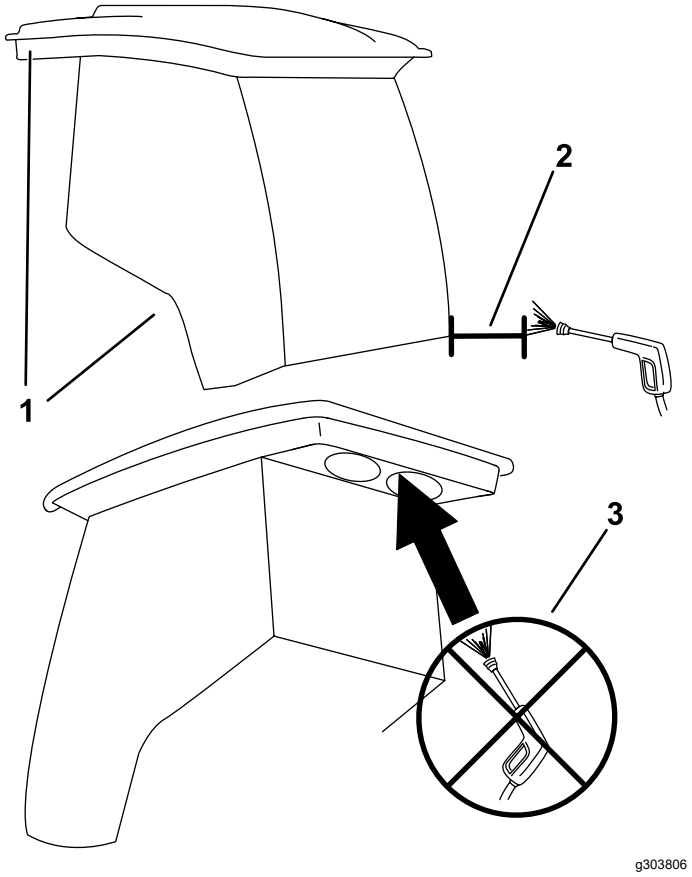

**Figuur 82**
***Belangrijk:*** **Wees voorzichtig in de buurt van de afdichtingen van de cabine (Figuur 82). Als u een hogedrukreiniger gebruikt, houd de spuitstok dan minstens 0,6 m van de machine vandaan. Richt de hogedrukreiniger niet rechtstreeks op de afdichtingen van de cabine of onder de overhang aan de achterzijde.**